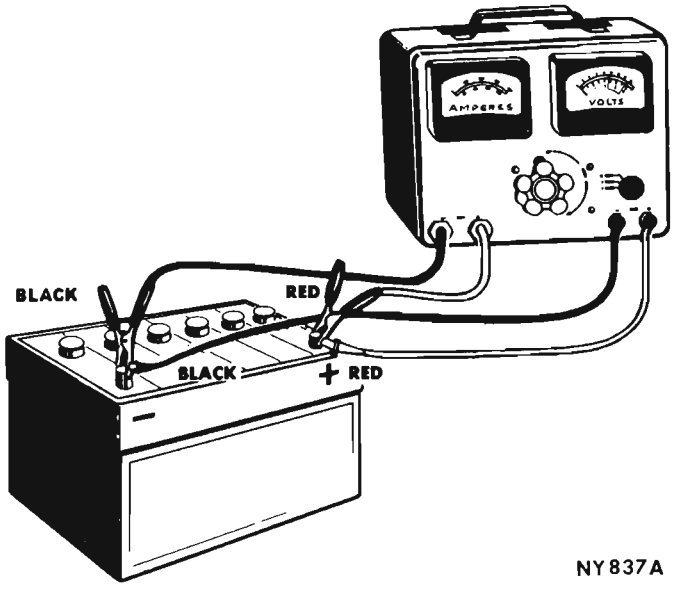

Fig. 4—High Rate Discharge Test
(1) Turn control knob of Battery-Starter-Tester to **OFF** position.
(2) Turn Voltmeter Selector Switch to the 16 volt position on test units so equipped.
(3) Connect test ammeter and voltmeter positive leads to battery positive terminal. Connect ammeter and voltmeter negative leads to battery negative terminal (Fig. 4). **Voltmeter clips must contact battery posts or cable clamps and not ammeter lead clips.**
(4) Turn control knob clockwise until ammeter reading is equal to three times ampere hour rating of battery.
(5) Maintain this load for 15 seconds; voltmeter should read 9.5 volts or more, which will indicate that the battery has good output capacity.
(6) After the 15 second test, turn Battery-Starter-Tester control knob to the **OFF** position.